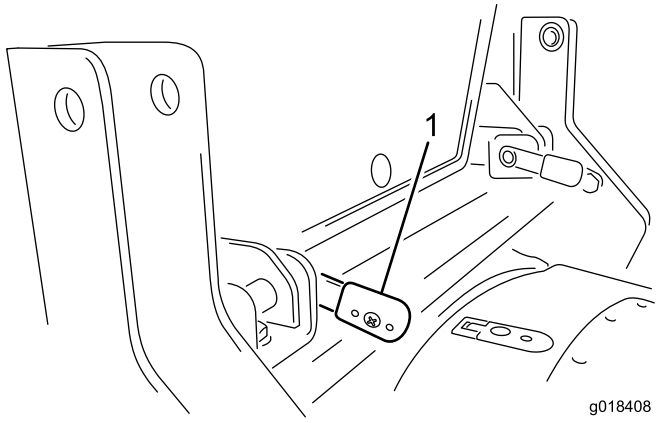

Bild 17
4. Wenn die Hebel ganz eingesetzt sind, drehen Sie sich nach hinten, um sie zu arretieren (Bild 17).